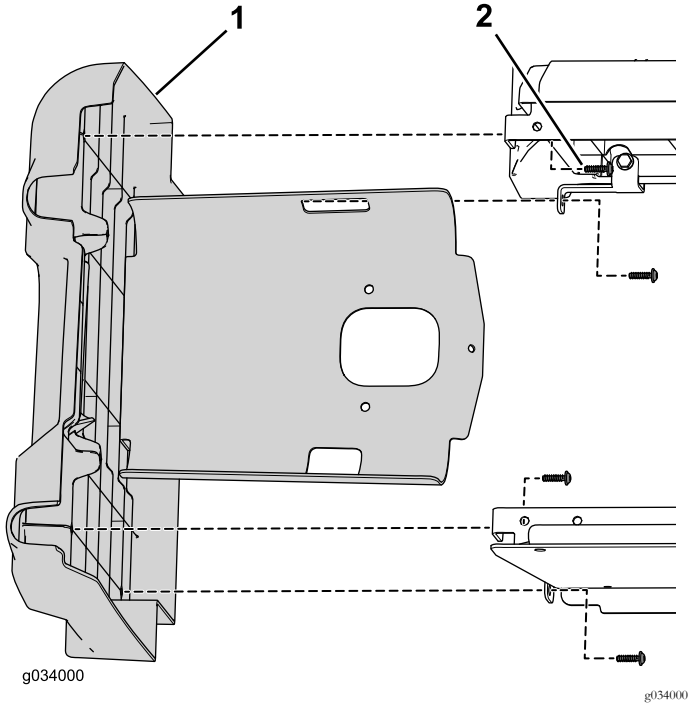
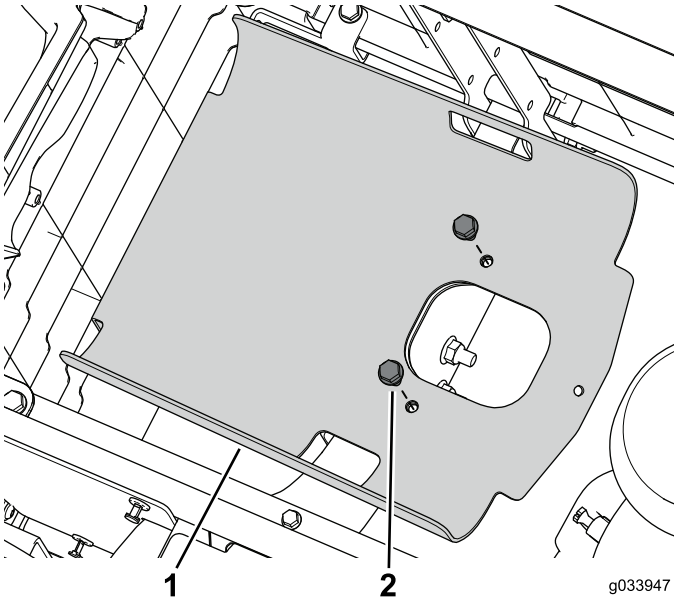

Figuur 46
Figuur 47
4. Gebruik het bevestigingsmateriaal dat u eerder verwijderd hebt om het originele linkerpaneel aan de achterste stoelbasispanelen te bevestigen (Figuur 46 en Figuur 47).